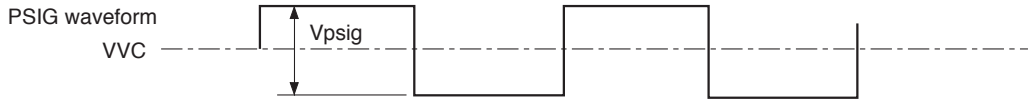

Fig. 1
*4 Input video and uniformity improvement signals should be input the voltage amplitude symmetrical to VVC as shown in Fig. 1.